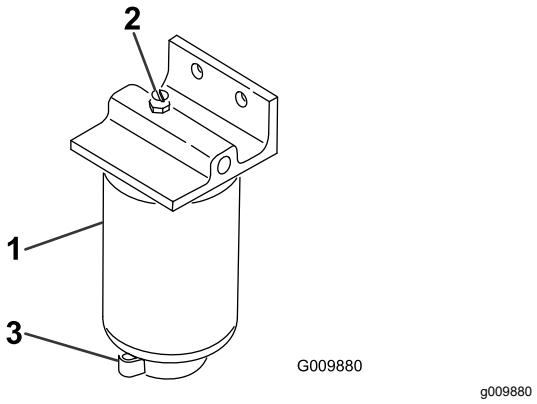

Figur 57
2. Løsn aftapningsventilen i bunden af filterskålen (Figur 57).
1. Rengør området, hvor filterskålen monteres (Figur 57).